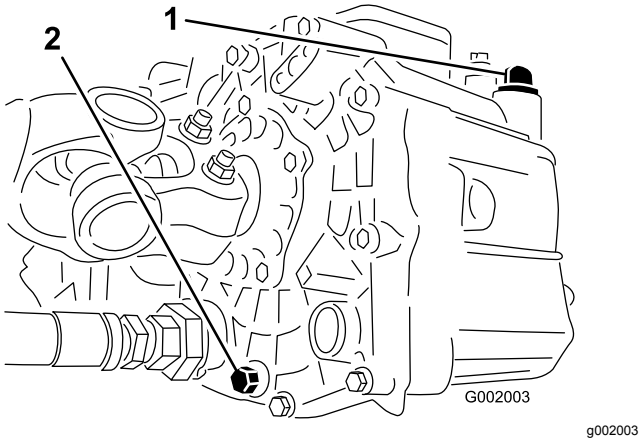

**Rysunek 53**
3. Odkręć korek spustowy z boku zbiornika i spuść olej hydrauliczny do miski drenażowej (Rysunek 53).